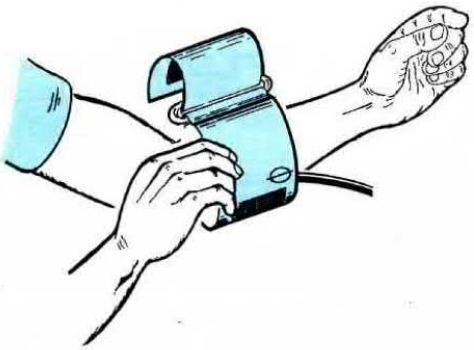

Fig.10 La fascia andrà infilata al braccio tenendo il tubetto di gomma rivolto verso la mano.
- Dopo aver allentato la fascia gonfiabile, infilatevi il braccio, tenendo il tubetto plastico rivolto verso la mano. (vedi fig.10)